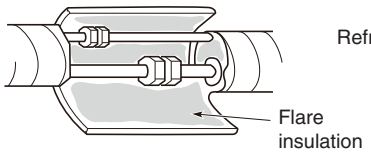
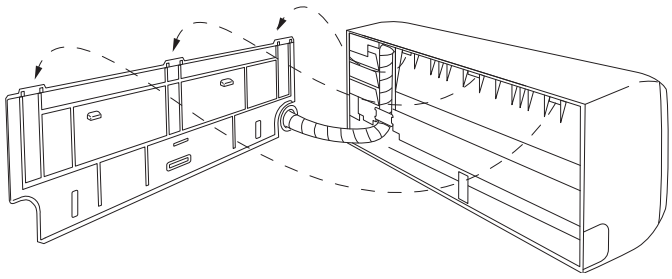

Fig. 3-26
Fig. 3-25
(2) Push the wiring, refrigerant tubing, and drain hose through the hole in the wall. Adjust the indoor unit so it is securely seated on the rear panel. (Fig. 3-25)
(3) Carefully bend the tubing (if necessary) to run along the wall in the direction of the outdoor unit and then tape as far as the fittings. The drain hose should come straight down the wall to a point where water runoff won't stain the wall.
(4) Connect the refrigerant tubing to the outdoor unit. (After performing a leak test on the connecting part, insulate it with the tubing insulation. (Fig. 3-26)).